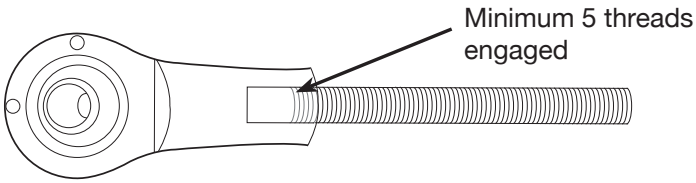

*fig. 25*
4. Loosen if needed in order to extend to reach the lower mounting point. If loosening the linkage to extend it is required, make sure to have at least 5 threads of engagement on both ends (fig. 25).